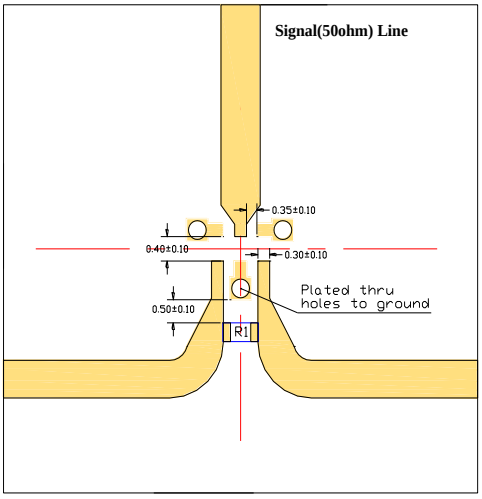

**Figure 6. RN2 Test Board Layout**
***Figure 6*** shows the RN2 test board layout used for testing the CXD25P02 RF performance. The RN2 test board is based on the Taconic RF35 board with the dielectric constant of 3.5, board thickness of 0.8 mm, and copper of 1 Oz.
We recommend that you use the same material and design layout, as shown in ***Figure 6***, to meet the specifications in this datasheet. However, if you use different materials, you must follow the basic guidelines. See *'RECOMMENDED PCB LAYOUT AND SOLDER MASK PATTERN'* for more details.